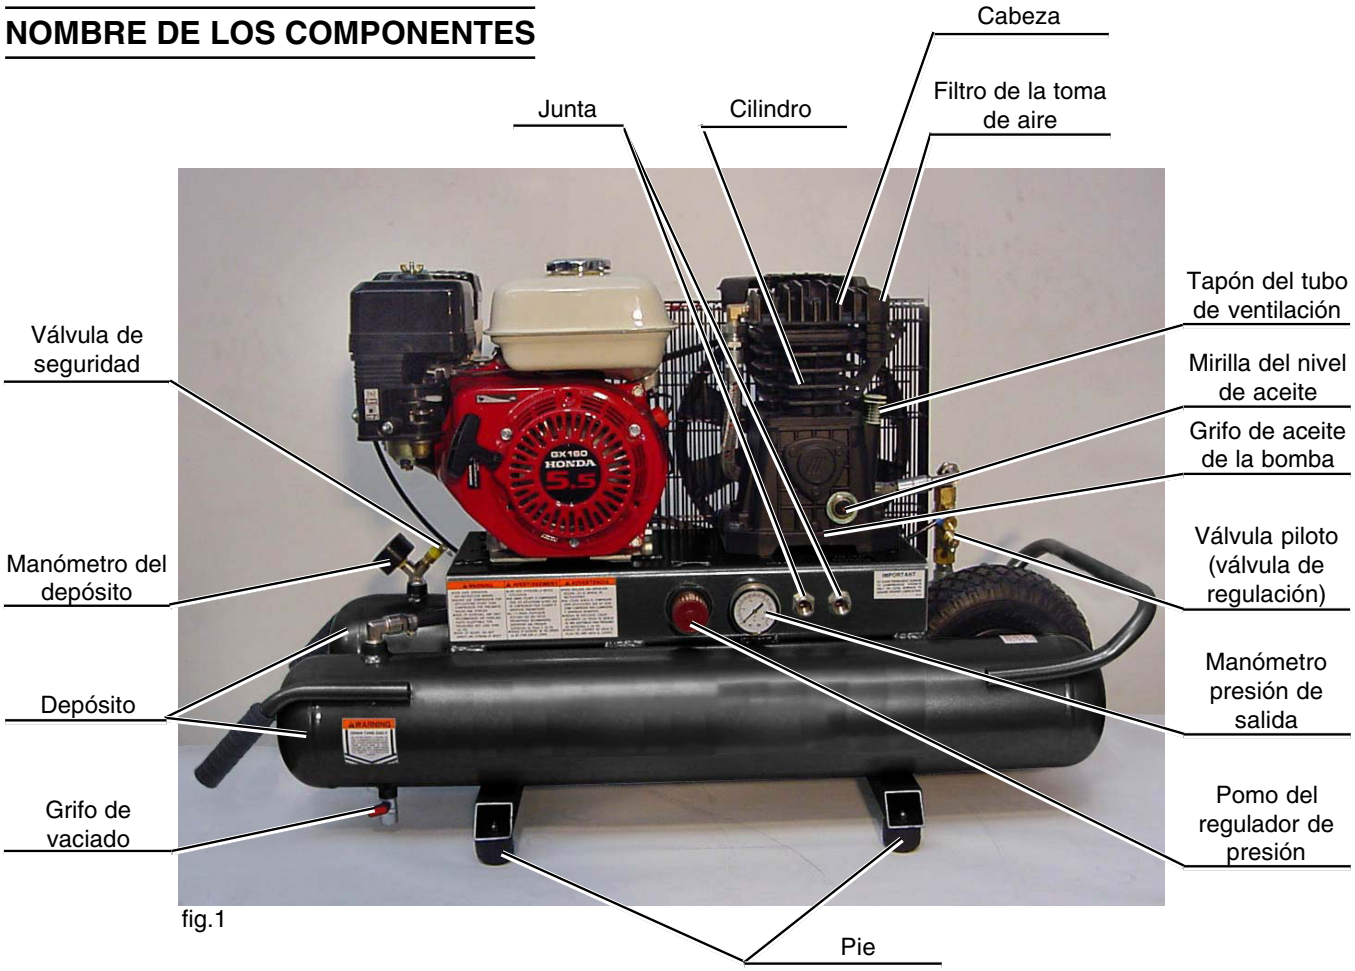
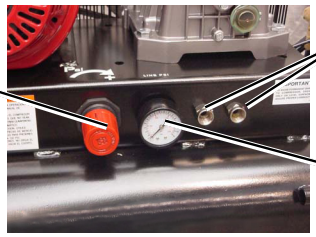

fig.1
fig.5
NOTA: Cuando se utiliza o se conserva el compresor, aplicar 4 parachoques de goma abajo, sobre el piso (Consultar la fig. 1).
Enroscar el racor de aire a la junta (consultar la fig. 1 y la fig. 5). La medida del tornillo de la junta es 3/8". Usar un racor de aire de la misma medida que el tornillo.
D) Verificar que la válvula de seguridad funcione correctamente (consultar la fig.1). La válvula de seguridad ha sido diseñada para prevenir fallos del sistema, descargando la presión del sistema cuando el aire comprimido alcanza un determinado nivel. La válvula de seguridad ha sido regulada previamente por el fabricante y no se deberá modificar de ningún modo. Para verificar que la válvula de seguridad funcione correctamente, tirar de la anilla. La presión del aire debe salir. Un vez que se suelta, la anilla se restablece.
La presión de aire que proviene del depósito de aire se controla a través del pomo del regulador (fig. 5).